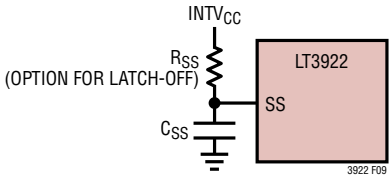

**Figure 9. SS Capacitor and Resistor Configuration**
The LT3922's soft-start (SS) pin has two functions. First, it allows the user to program the output startup voltage ramp rate through the SS pin. An internal 20µA current pulls up the SS pin to $INTV_{CC}$. As shown in Figure 9, connecting an external capacitor $C_{SS}$ at the SS pin to GND will